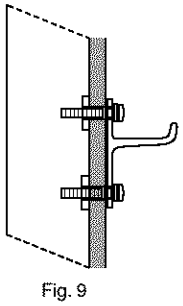

Fig. 9
14. Confirm that the Wall Plate is level, then tighten the bolts securely (refer to Figure 9).